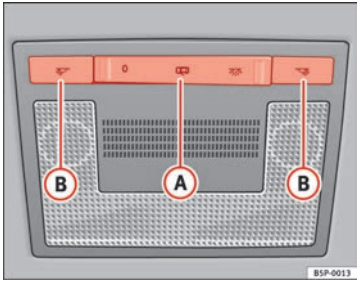

Abb. 77 Ausschnitt aus Dachhimmel: Innenleuchte vorne
Mit dem Schalter ⇒ Abb. 77 (A) können Sie folgende Positionen wählen:
Drücken Sie den Schalter auf die Position O ⇒ Abb. 77.